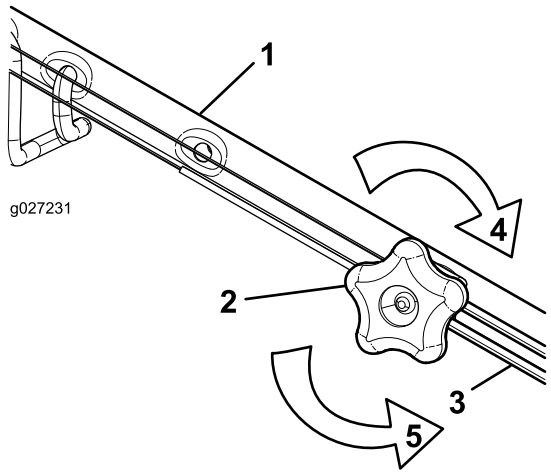

Figur 38
1. Drej justeringsgrebet mod uret for at løsne kabeljusteringen (Figur 38).
2. Juster stramningen på kablet (Figur 38) ved at trække det tilbage eller skubbe det frem og holde den position.